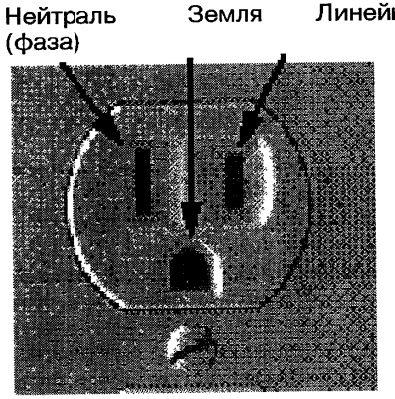

Рис. 2-1. **Проверка напряжения сети**
1. **США/Канада:** Переменное напряжение в розетке электросети должно находиться в пределах от 90 до 132 В между линейным проводом и нейтралью, а также между линейным проводом и землей. Напряжение между землей и нейтралью должно быть не более 3 В (см. рис. 2-1).